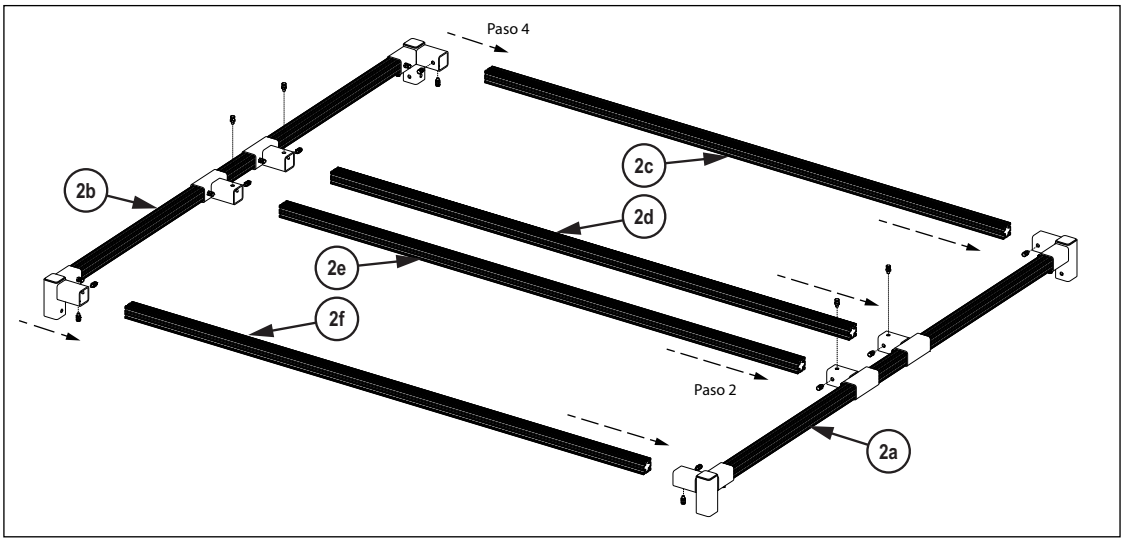

Figura 3-11. Instalación de la parte superior del bastidor
2. Inserte las barras cortas 2c, 2d, 2e y 2f en los conectores del lado 2a como en la Figura 3-11.
4. Inserte las barras cortas 2c, 2d, 2e y 2f en los conectores del lado 2b como en la Figura 3-11.